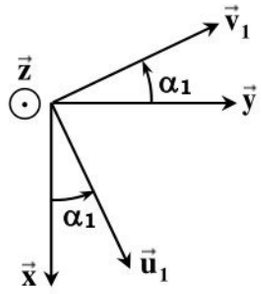

Figure 10
La **figure 10** page suivante représente le système coté roue (1) vu suivant $\vec{u}_1$, faisant apparaitre l'angle $\beta_1 = (\vec{v}_1, \vec{k}_1)$.